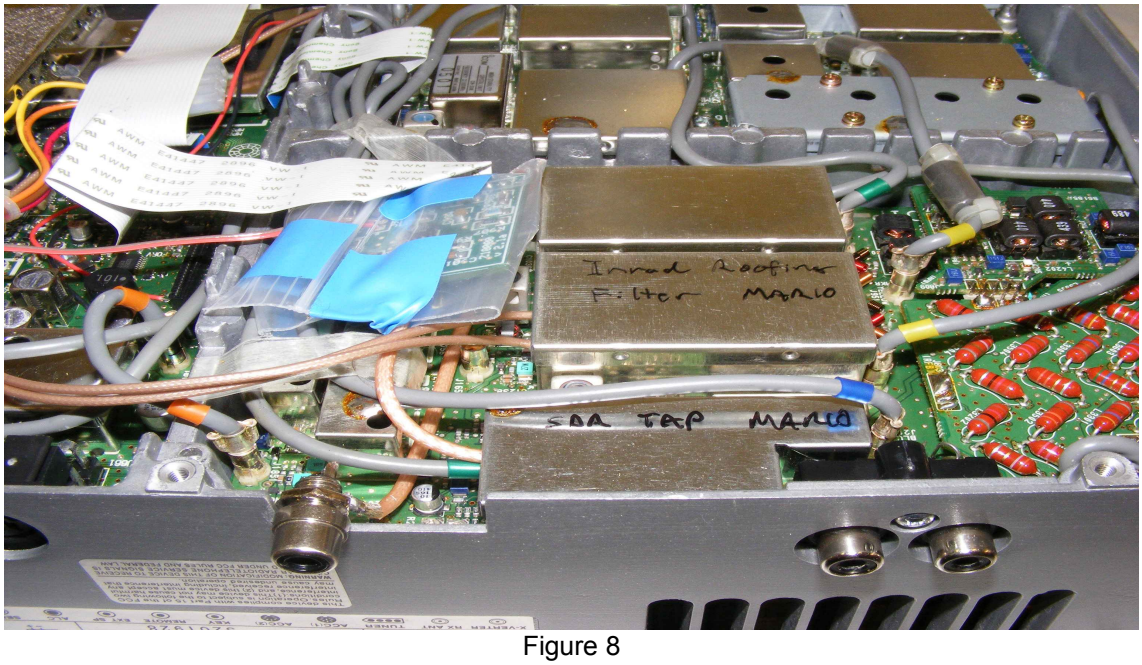

Figure 8
7. I fitted the Clifton Labs Buffer/Amp next to the IF filter enclosures and wrapped it in a plastic bag to insulate it (nothing flash here)(Fig 8).